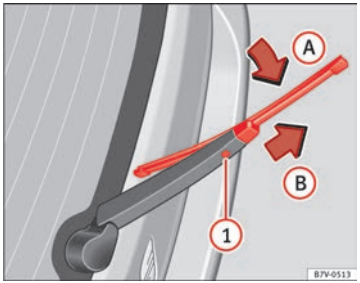

Fig. 112 Changing the rear wiper blade.
- Lift the windscreen wiper arm and fold it at an angle of approximately 60° ⇒ fig. 112.
- Press and hold the release button (1).
- Fold the wiper blade towards the windscreen wiper arm ⇒ fig. 112 (arrow (A)) while simultaneously pulling in the direction of arrow (B). This may require some strength. ▶
- Insert a new blade of the **same length and type** in the windscreen wiper arm in the opposite direction to the arrow (B) and hook into place. This feature is operational when the blade is in position (arrow (A)).